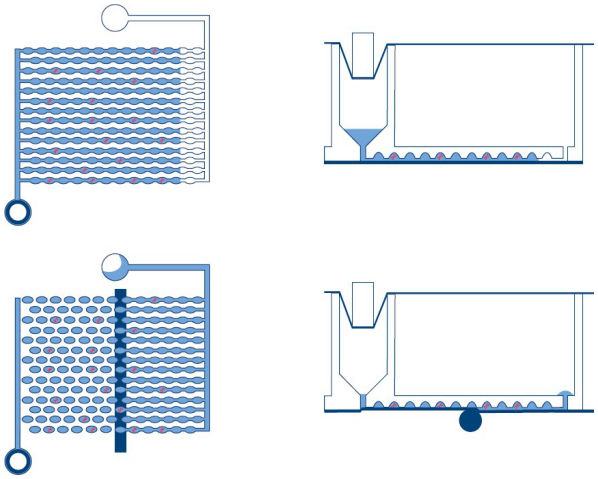

**Bild 1. Schema för fyllning och partitionering av en brunn.**
- **Partitionering:** I den första instrumentmodulen fylls plattans mikrokanaler och partitioner med provmaterialet och dPCR-reaktionsblandningen. Detta åstadkoms genom att kolvstiften komprimerar den elastiska toppförseglingen på nanoplattan över varje brunn. Detta skapar ett positivt tryck som pumpar inmatningsbrunnens vätska in i mikrokanalerna och partitionerna. Därefter förseglas de anslutande kanalerna mellan partitionerna genom aktivering av ett tryckkänsligt lim genom en tryckkontrollerad valsningsprocess (se Bild 1).
- **Bildtagning:** Det sista processteget är bildtagning, som fångar signalen från varje partition av nanoplattbrunnarna. I verktygsläget kan användaren konfigurera detektionskanalerna och bildinställningarna med hjälp av funktionen experimentinställningar i Software Suite. I IVD-läget är bildtagningsinställningarna förinställda på optimerade förhållanden och kräver ingen konfiguration av användaren. Partitioner som innehåller en målmolekyl kommer att avge fluorescens med högre intensitet än partitioner utan mål (se Bild 1). För mer information och specifikationer om bildtagningssystemet, se avsnitt 8 Tekniska specifikationer.